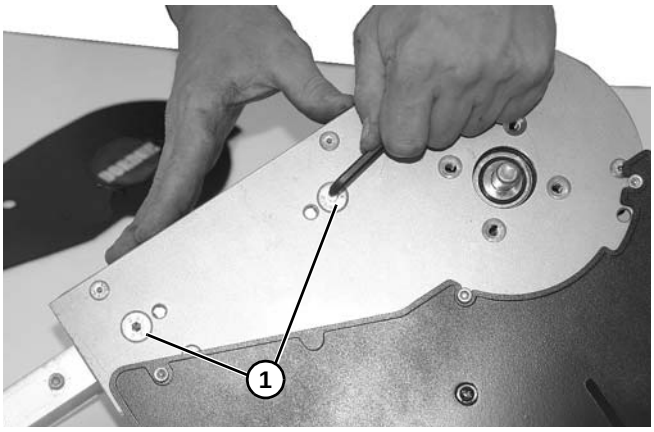

Figure 73
5. Remove two (2) socket head screws **(Figure 73, item 1)** on side of drive spindle.